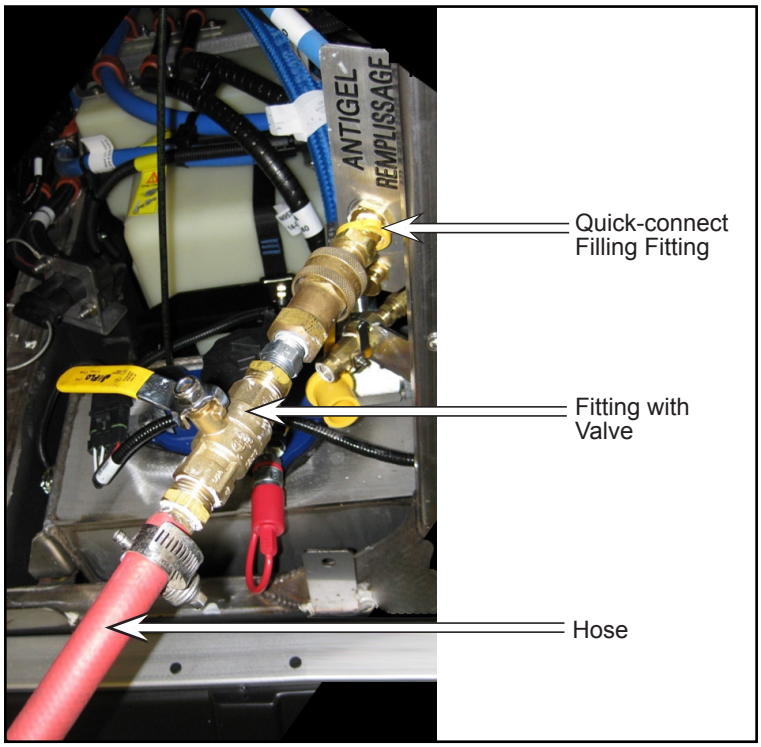

Figure 6 - Typical Location of Quick-connect Filling Fitting
1.10. Connect a hose equipped with a fitting and a valve to the quick-connect filling fitting of the cooling system (see Figure 6). Make sure the valve on the hose is closed before connecting the hose. Open the valve on the hose and let the coolant drain into an appropriate container.
1.18. Connect a hose equipped with a fitting and a valve to the quick-connect filling fitting of the cooling system, located in the engine compartment (see Figure 6). Make sure the valve on the hose is closed before connecting the hose. Use an electrical filling pump.